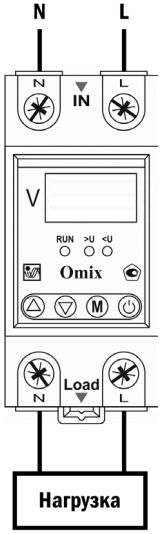

Рис. 3 – Схема подключения
2. Подключите прибор к источнику питания и нагрузке согласно схеме подключения (рис. 3).